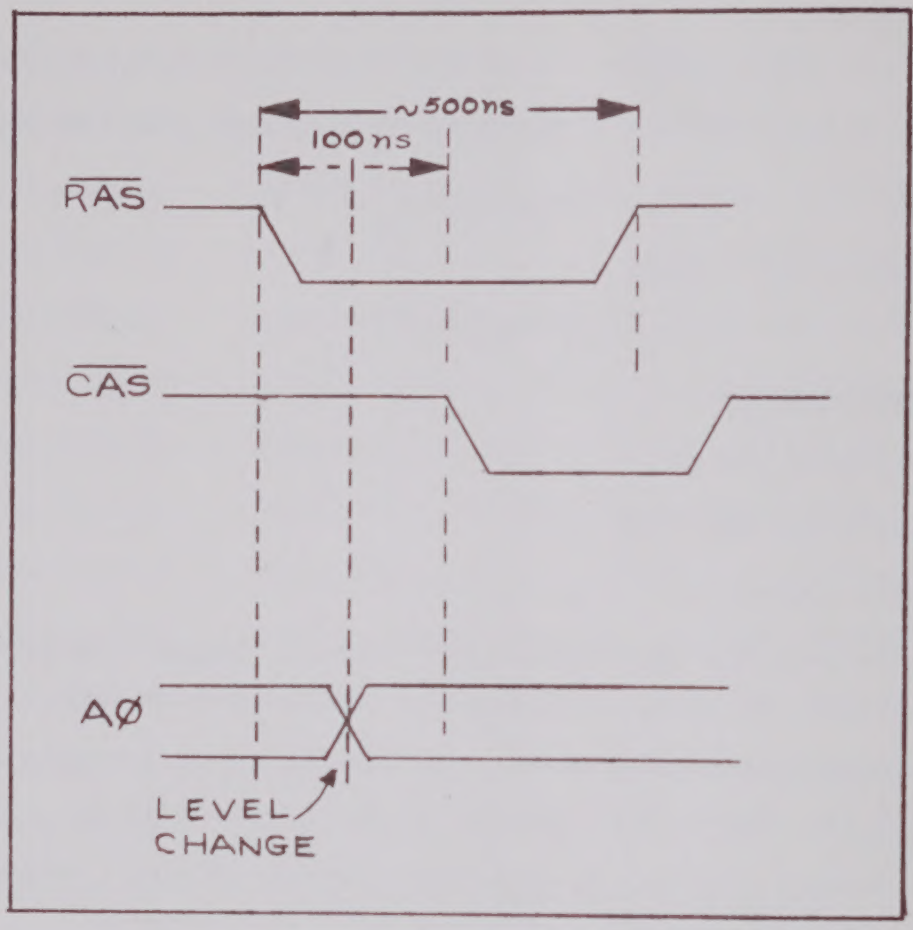

Fig. 6-30A. $\overline{RAS}$ Pulse Width relationships.
f. ADJUST - $\overline{RAS}$ Pulse Width, R19, so the $\overline{RAS}$, $\overline{CAS}$, and AØ pulses are time-related as noted in Fig. 6-30A. The two AØ pulse level changes should align approximately halfway between the start of the $\overline{RAS}$ falling edge and the start of the CAS falling edge of the waveform.